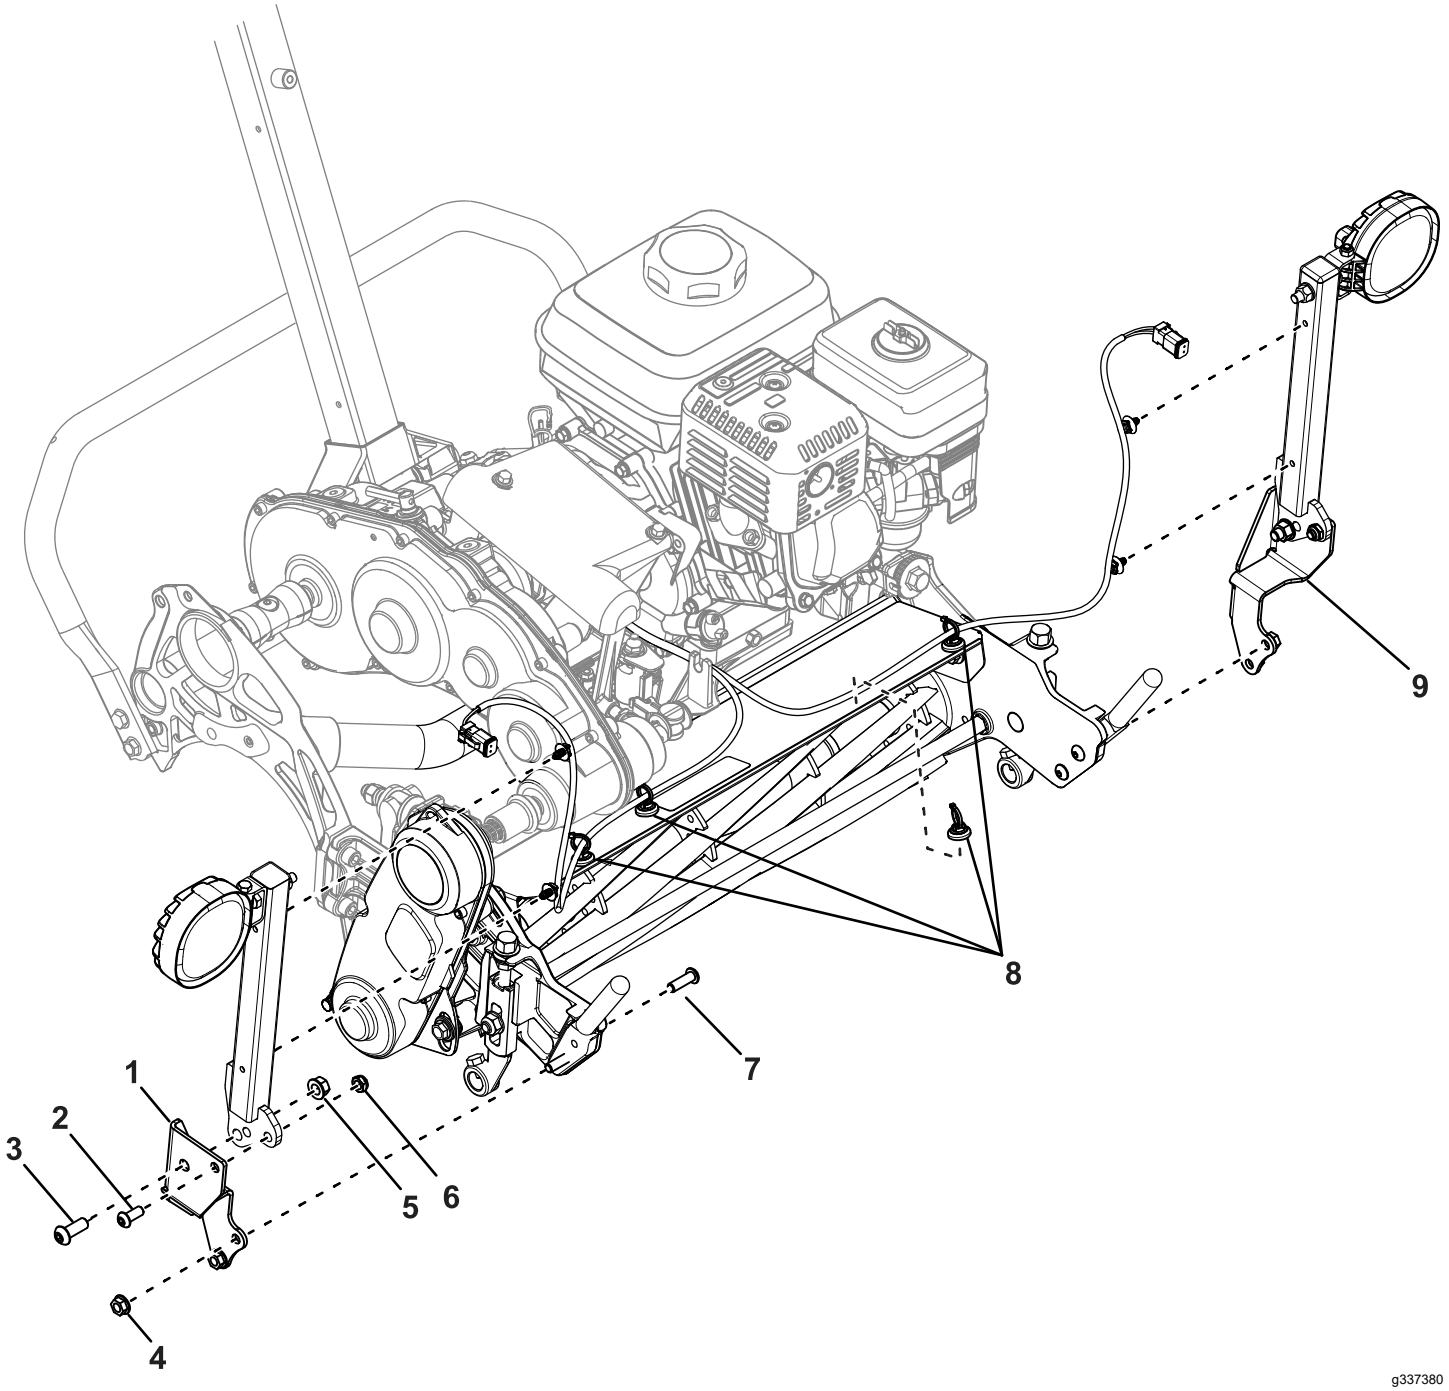

Figuur 2
1. Gebruik 2 inbusbouten (5/16"), 2 borgmoeren, 2 inbusbouten (⅜") en 2 flensmoeren (⅜") om de lampbevestigingen aan de montagebeugels te bevestigen (Figuur 2).
3. Gebruik 4 bouten en 4 flensmoeren (5/16") om de montagebuegels te bevestigen aan de mandbevestigingen van de maai-eenheid (Figuur 2).
4. Monteer de bevestigingen voor de kabelboom aan de zones getoond in Figuur 2.